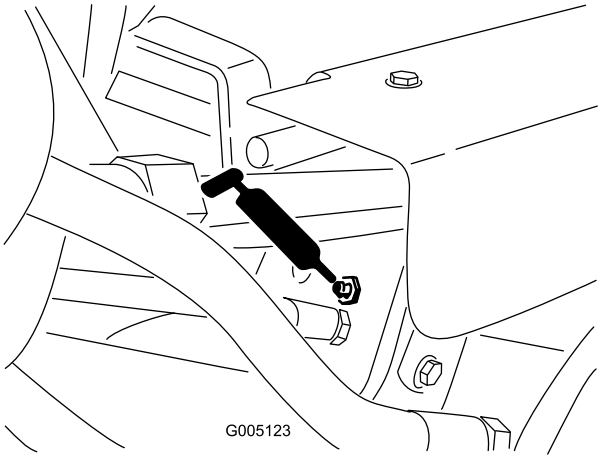

Figur 30
- Løftecylindre (3) (Figur 30)